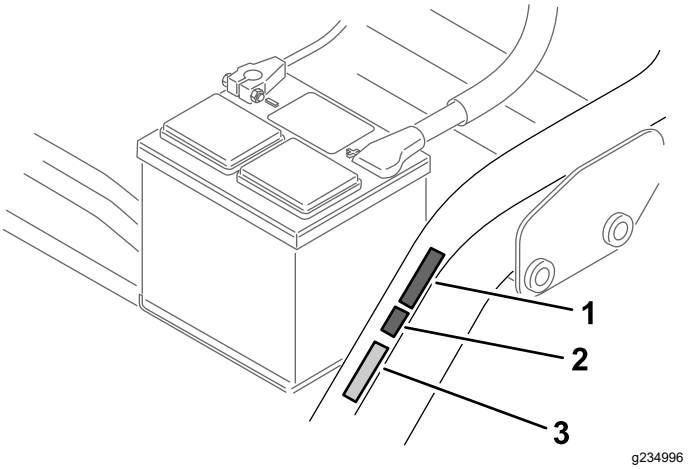

Figur 14
- Placera CE-märkningsdekalen bredvid serienummerplåten (Figur 14).
- Placera CE-dekalen med uppgift om tillverkningsår bredvid CE-märkningsdekalen (Figur 14).